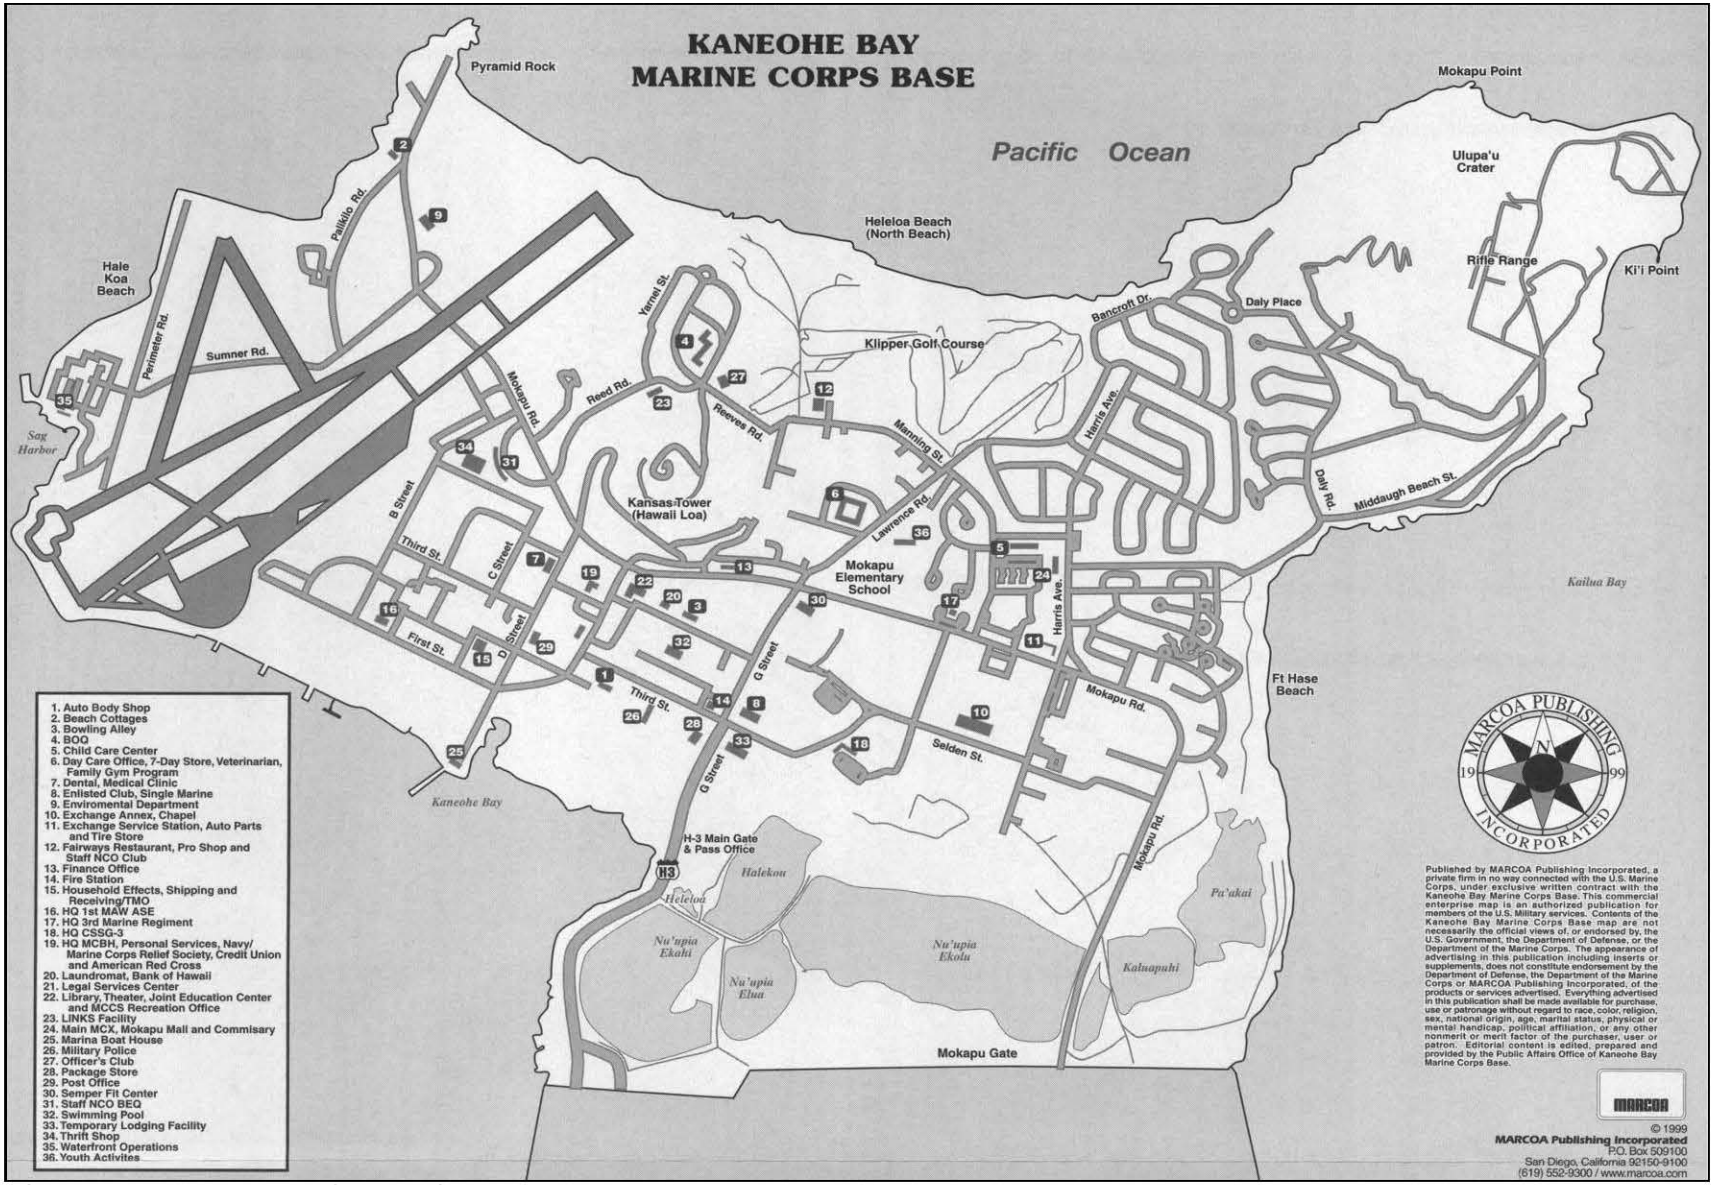

Figure I-1 Layout of Kaneohe Bay
1. Marine Corps Base (MCB) Hawaii Kaneohe Bay is located on the Mokapu Peninsula on the eastern side of the island of Oahu. Housed at Kaneohe Bay, you will find a broad-based support structure that can accommodate any training need. Figure I-1 shows the layout of MCB Hawaii Kaneohe Bay.
a. 3d Marine Regiment is the higher headquarters to three infantry battalions and a combat assault company. The regimental staff can be reached by calling (808)257-0700.
b. School of Infantry West Detachment Hawaii maintains a staff of Marines who can instruct units in squad leader, sniper, and martial arts operations. The school can be reached at (808)257-1339.
c. Marine Air Group 24 is the higher headquarters to four medium helicopter squadrons and a logistics support element. For all air requests or requirements call (808)257-3139.
d. 3rd Radio Battalion (RadBn) is the primary signals intelligence Marine unit in the Hawaiian Islands. To request support from 3rd RadBn, call (808)257-7511.
e. Combat Logistics Battalion-3 (CLB-3) can offer a wide range of support from landing support, motor transport, maintenance and repair, and engineers. CLB-3 can be reached at (808)257-0469.
f. 1st Battalion, 12th Marines (1/12) is the home of three artillery batteries and a headquarters battery. To request support from 1/12 please call their S-3 at (808)257-8010.
g. 4th Force Reconnaissance Company can be reached at (808)257-2531.
a. Medical - Branch Medical Clinic at Kaneohe Bay can provide a wide range of medical support. Twenty-four (24) hour ambulance support is provided by Honolulu Fire Department ((808)257-3133). For more information call (808)257-2131.